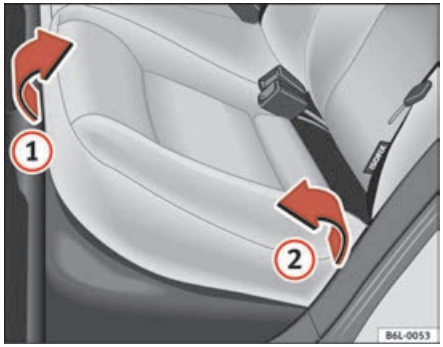
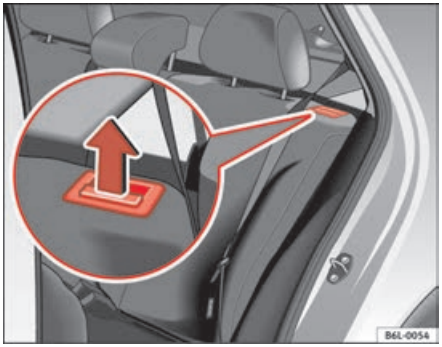

Fig. 77 Folding up the rear seat cushion
Fig. 78 Button for unlocking the rear back-rest
– Pull the front edge of the seat cushion ⇒ fig. 77 (1) upwards in the direction of the arrow.
– Lift the cushion (2) forwards in the direction of the arrow.
– Pull the release button ⇒ fig. 78 in the direction of the arrow and fold the backrest forwards